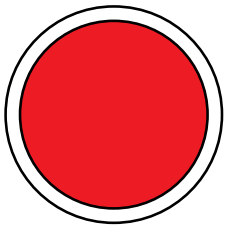

Figure 41. Circuit Breaker OFF Button (ON/RED)
5. Make sure the **Circuit Breaker OFF button LED** is **ON (red)**. See Figure 41.